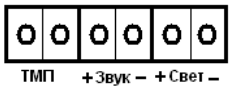

Рисунок 1. Схема подключения оповещателя
- выполнить электрический монтаж к выходным клеммам, соблюдая полярность (указана на плате и рис. 1);